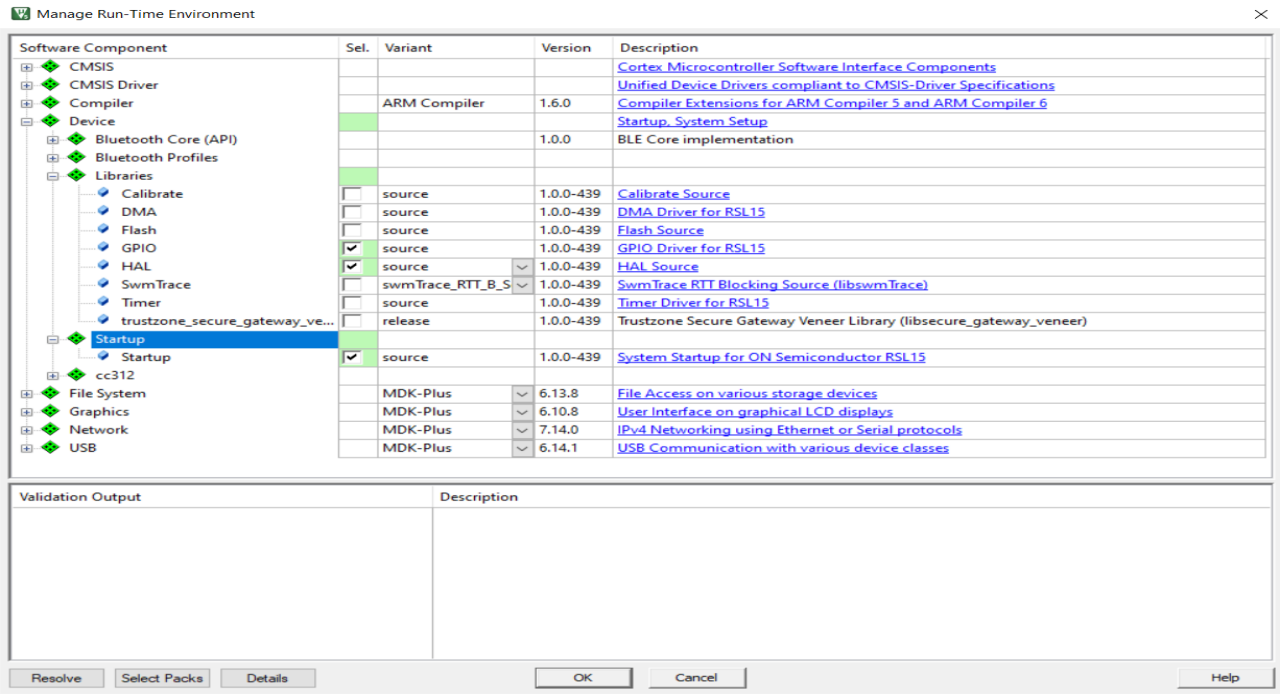

Figure 52. Keil µVision Run-TIme Environment
2. Next, select the software component you are interested in (such as the Startup component chosen in the "Keil µVision Run-TIme Environment" figure (Figure 52)).